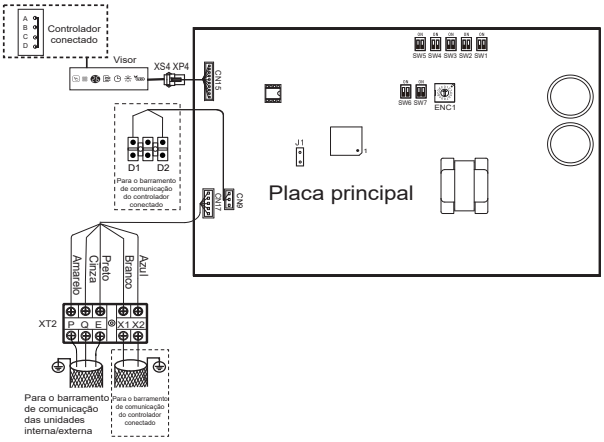

Figura 31
- As portas X1, X2, D1, D2 nas laterais da placa de controle principal e a porta de comunicação unidirecional (lado da placa do visor) são para diferentes tipos de controladores conectados (consulte as Figura 31).